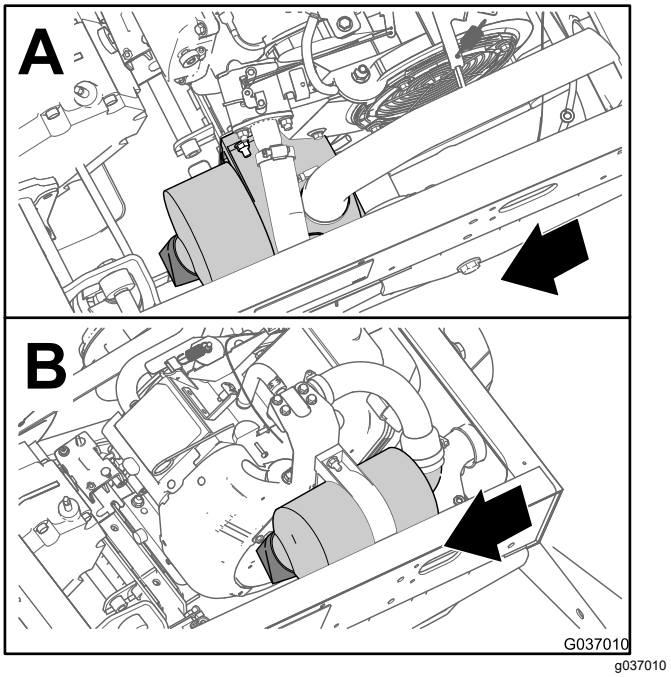

Figur 32
2. Efterse luftfilterhuset for skader, som kan medføre luftlækage (Figur 32 og Figur 33).